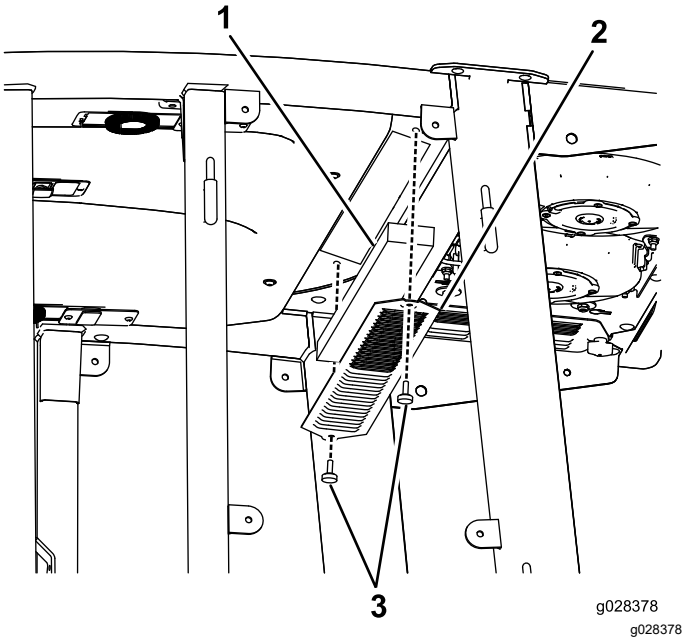
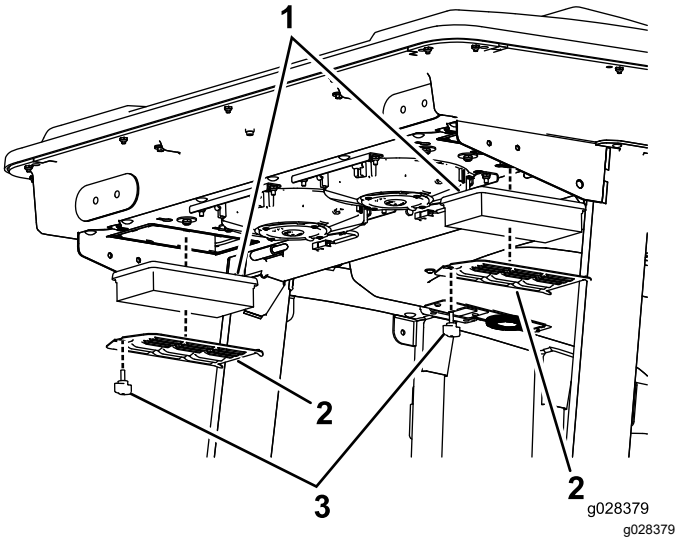
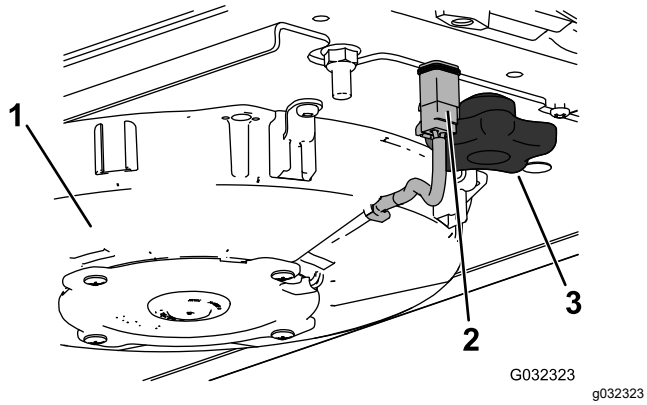
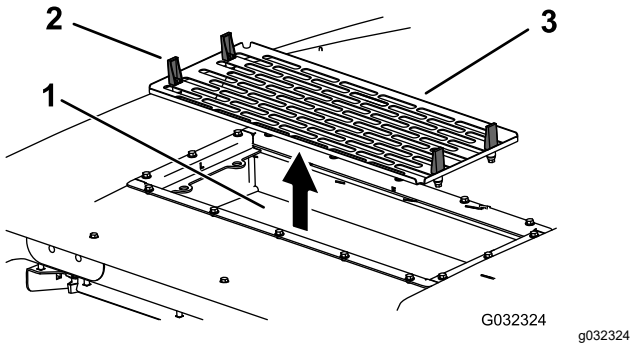

Figur 147
Figur 148
Figur 150
Figur 151
1. Ta bort de skruvar och galler som sitter över luftfiltren både i och bakom hytten (Figur 147 och Figur 148).
4. Ta bort luftfiltren (se Figur 148).
6. Montera luftfiltren, filtret och fläktenheten igen (Figur 148, Figur 150 och Figur 151).
7. Anslut kabeln för varje fläkt (Figur 150).